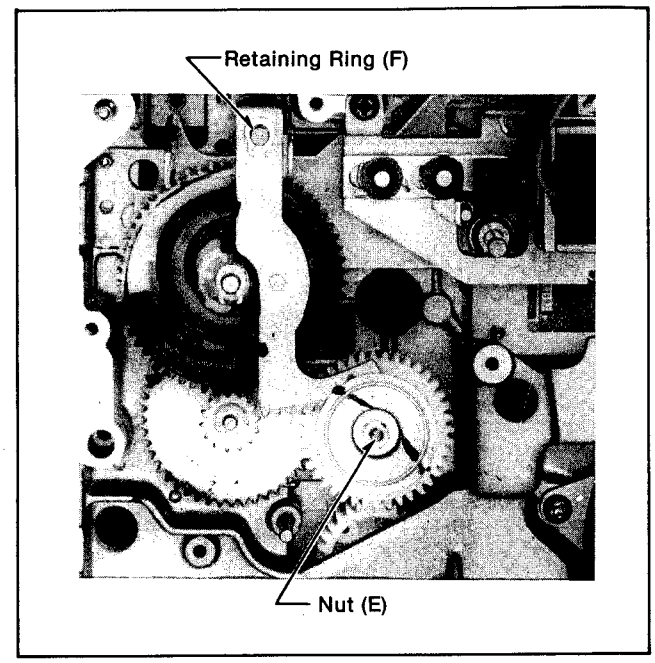

Figure M38 Select Gear
To remove the sector gear, unscrew the 1 nut (E) (Figure M38) and remove the holder, then remove the 1 retaining ring (F) and remove the sector gear.